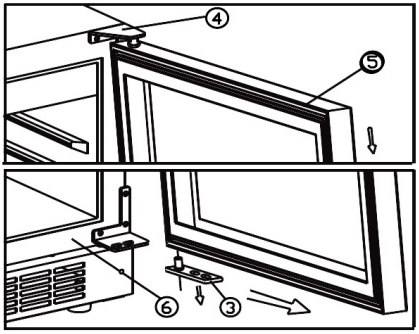

fig. 6.2
- Afmonter døren ved at trække døren frem og fri af tophængslet. Se fig. 6.2